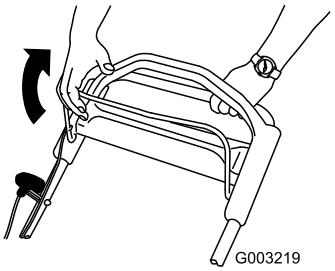

**Figur 15**
1. Dra knivstyrstången mot handtaget (Figur 15).